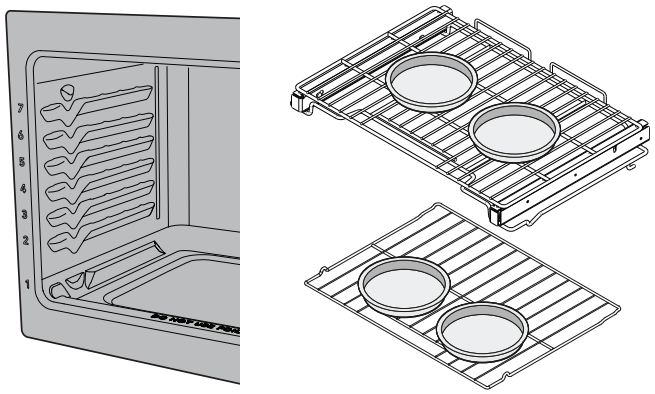

Figure 16: Position des casseroles pour de meilleurs résultats lors de la cuisson des gâteaux sur deux grilles.
- Pour la cuisson des gâteaux, utilisez les positions de grilles suivantes et placez les ustensiles de cuisson comme indiqué à la Figure 16. Pour la grille supérieure, utilisez la position de grille 5 (grille à glissière) ou 6 (grille plate).